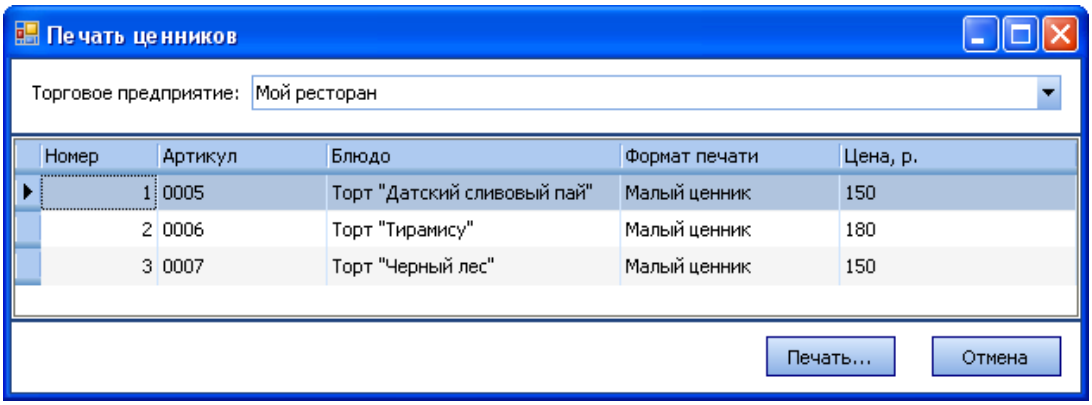

Рисунок 72 Окно Печать ценников
2. Нажмите кнопку **Действия** → **Печать ценников**. Откроется окно **Печать ценников** (см. Рисунок 72). В данном окне содержится перечень позиций, выбранных в приказе на момент вызова окна.